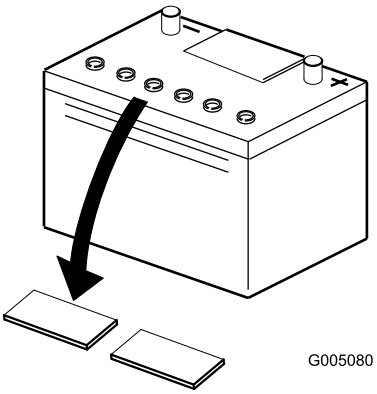

Figuur 5
2. Maak de bovenkant van de accu schoon en verwijder de vuldoppen (Figuur 5).